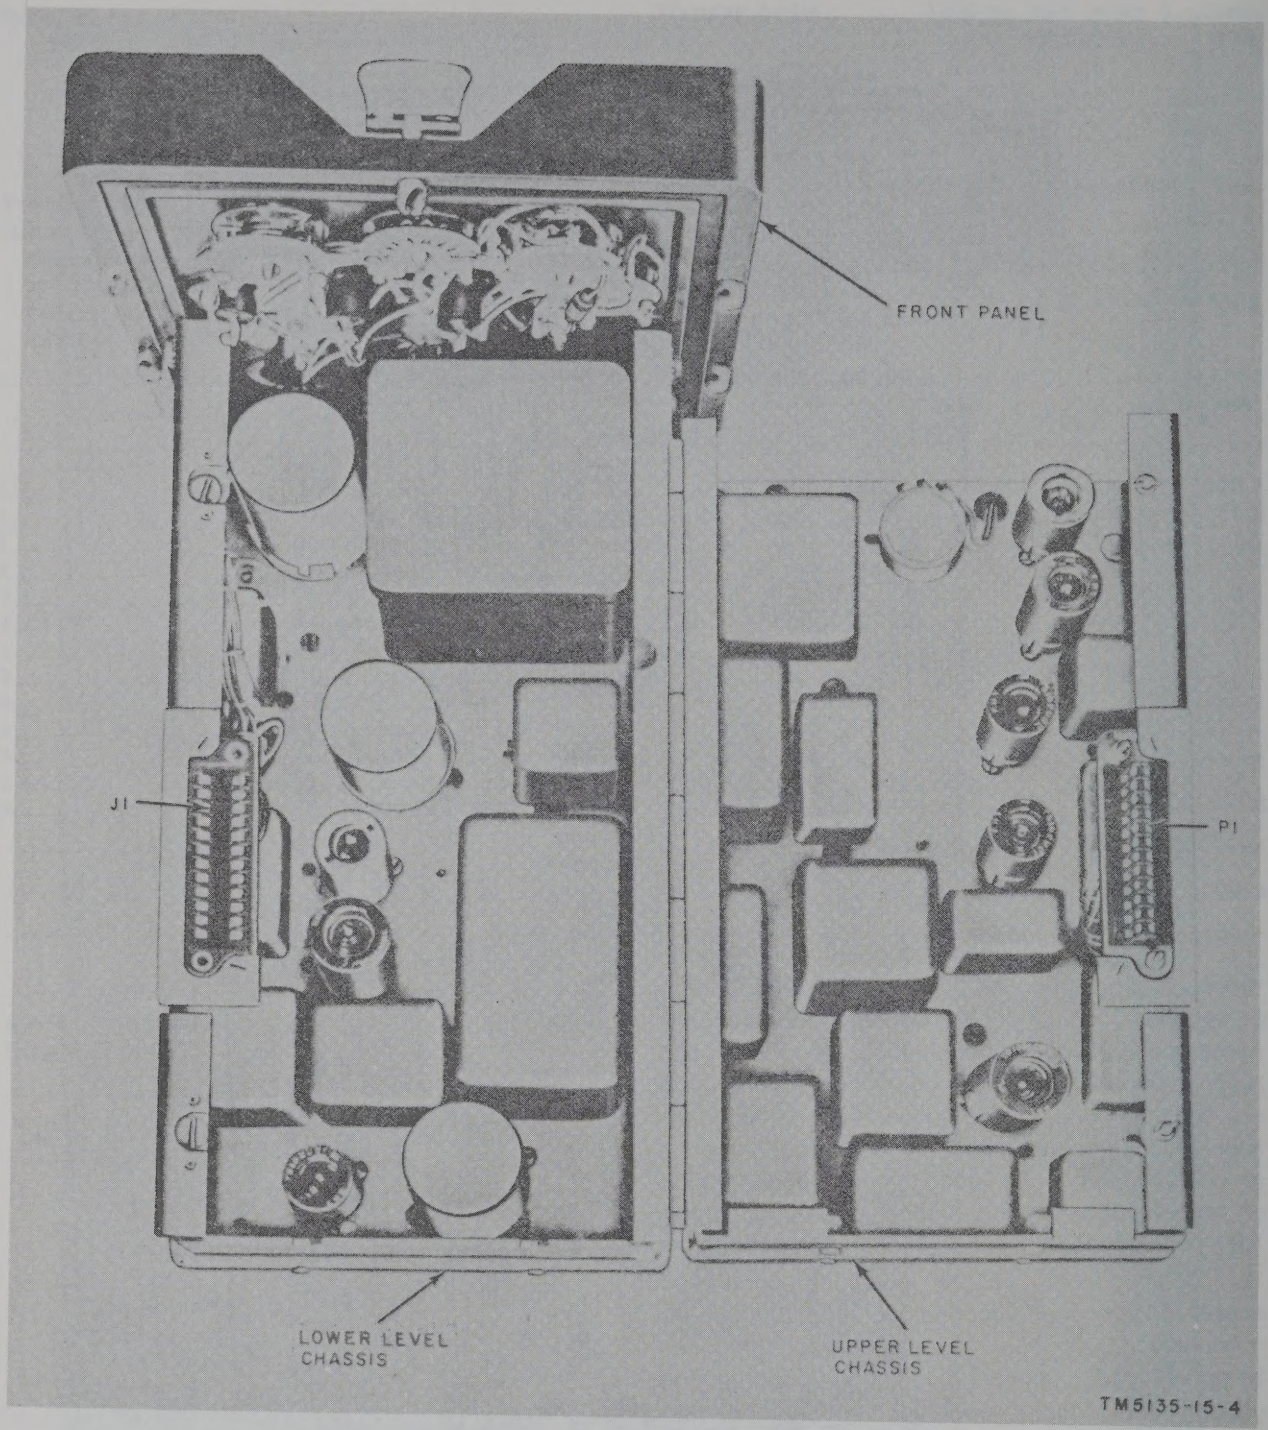

Figure 4. Control unit, upper level chassis swung open.
indicated), and two screws on the backplate. When the two fasteners are unlocked and the two screws are loosened, the two chassis can be separated as shown in figure 4. Electrical connections between the two chassis are made by the 24-contact receptacle and plug, J1 and P1.
f. Open the two chassis to the position shown in figure 4 and be sure that all tubes and plug-in components are properly seated in their sockets. Inspect for damage.